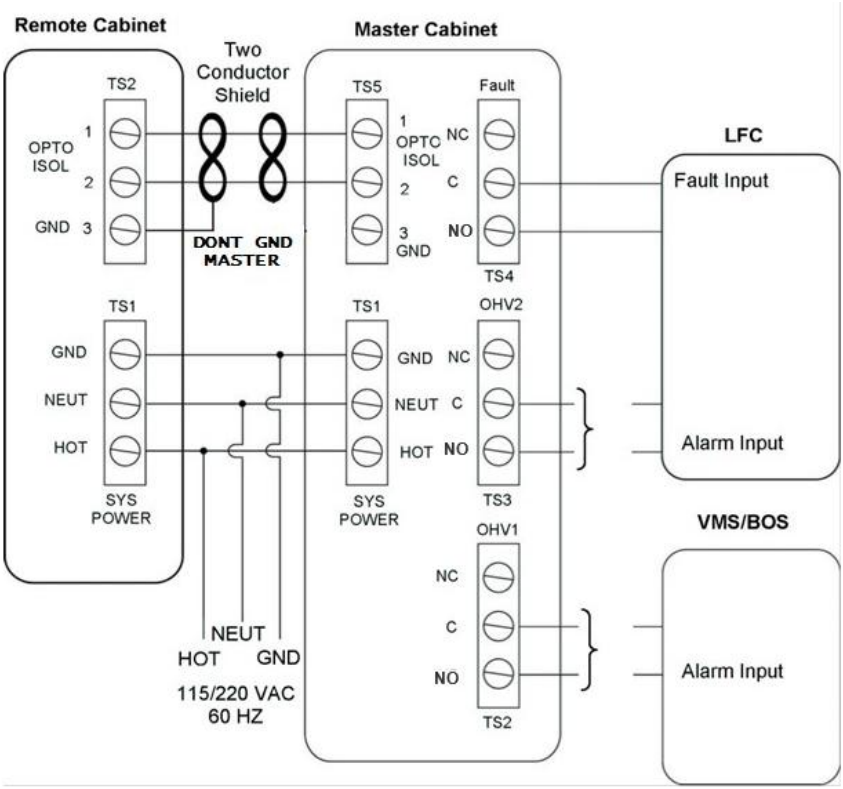

Figure 10: *Wiring Diagram*
NOTE: Use **Figure 10** for reference in the next two steps.
3. Disconnect cable from terminal strips (**Figure 10**).